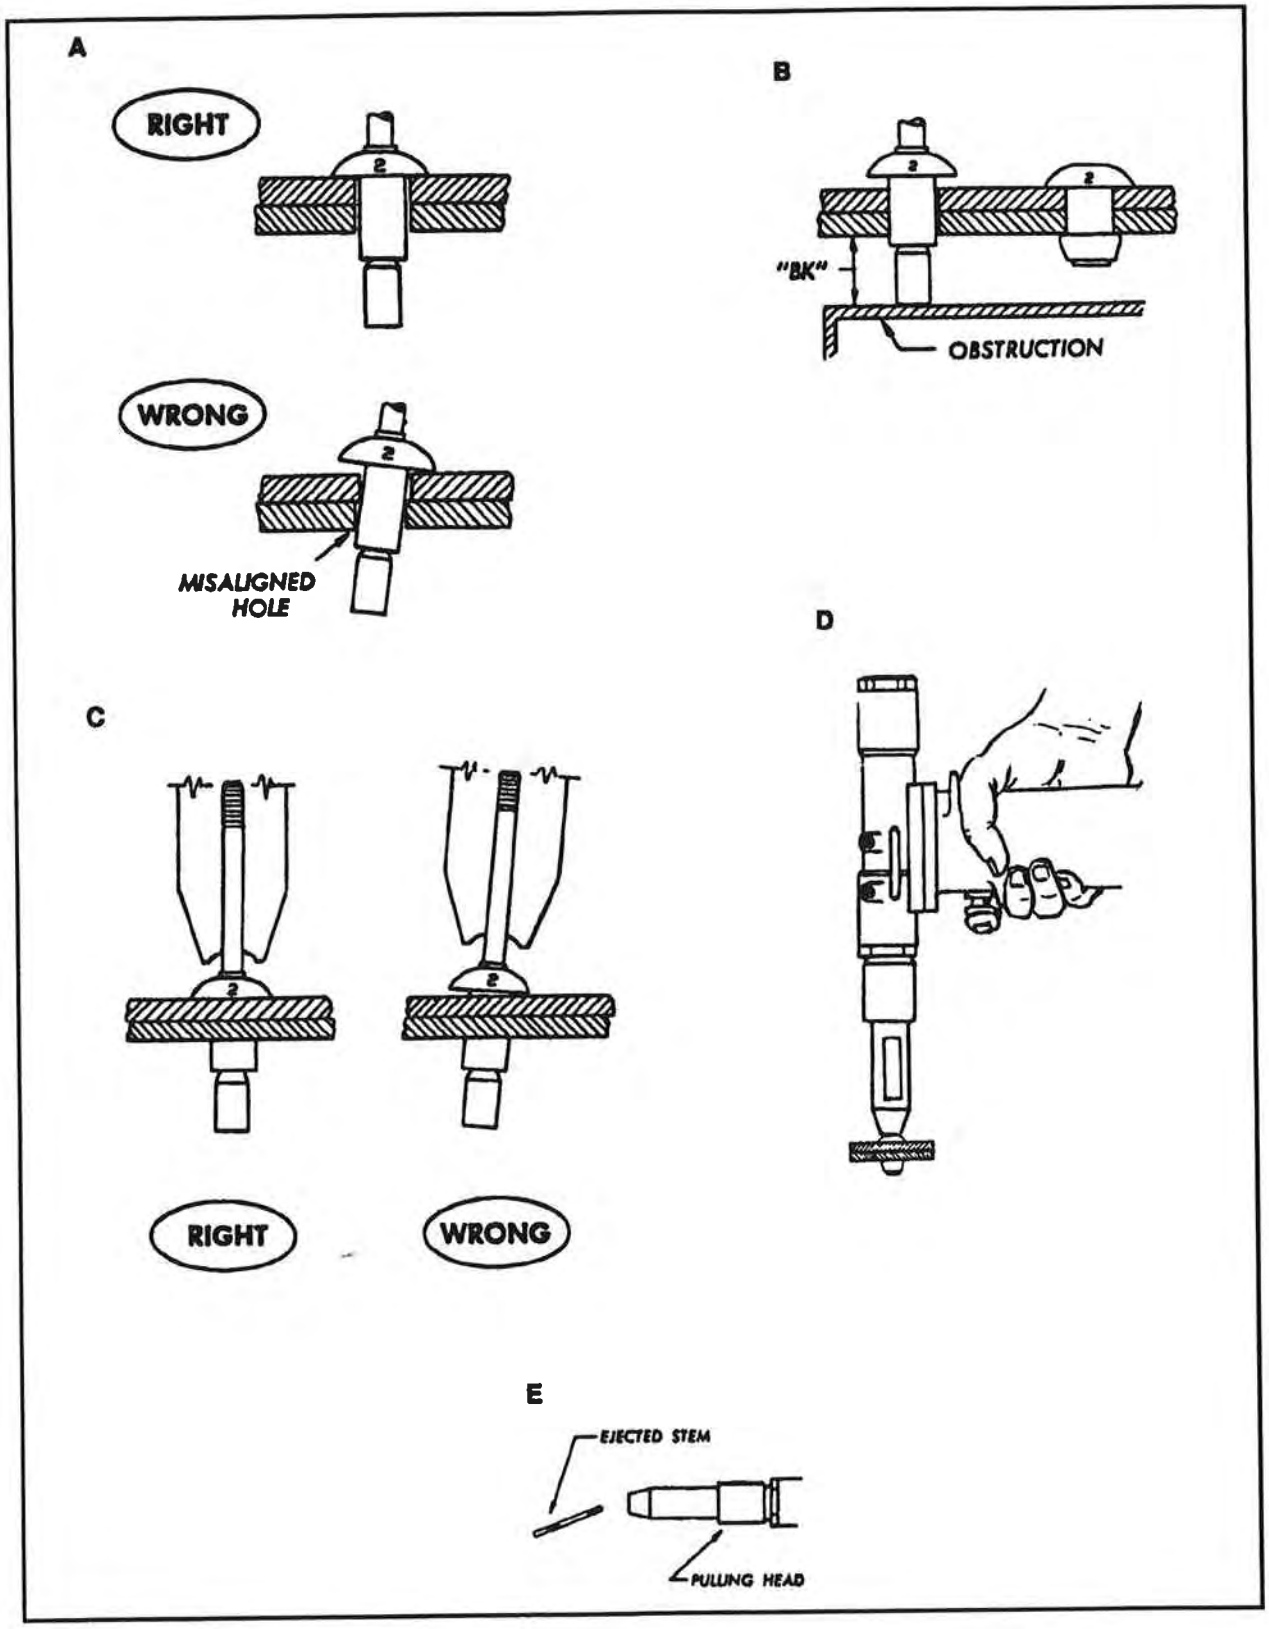

Figure 6-20. Rivet installation
- Place the rivet in the hole. Refer to Figure 6-20. Select the proper pulling head to conform to the diameter and head style of the Cherrylock rivet being installed.The rivet is now ready to be placed in the hole. The holes in the sheets to be fastened must be of the correct size and aligned properly. Do not force the rivet into the hole (A). In limited blind clearance applications, the manufactured head of the standard Cherrylock can protrude above the top sheet and will pull down to the sheet as the stem is pulled in. The minimum blind clearance equals the "BK" dimension (B).
- Place the pulling head on the rivet stem. Hold the riveter and pulling head in line with the axis of the rivet. Hold the riveter in a light and flexible manner (C).
- Install the rivet when the riveter is actuated. The pulling head will pull down and seat against the rivet head. The rivet clamping action will pull the sheets, together and seat the rivet head. Pressing down forcefully will not allow the rivet and the riveter to align themselves with the hole; this can limit the head seating action of the rivet. Hold the riveter in line with the rivet as accurately as possible and apply steady but light pressure, pull the trigger and LET THE RIVET DO THE WORK (D).
- Release the trigger when the rivet is completely installed. The pulling head will automatically eject the pulling portion of the stem through the front end. Controlled stem release into the receptacle will control foreign object damage (FOD) problems (E).